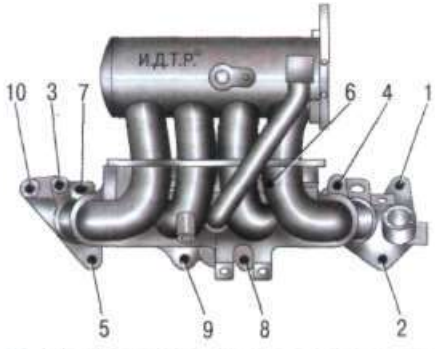

Рис. 5.5. Последовательность отворачивания гаек и болтов крепления впускной трубы
6. Отверните десять гаек и болтов крепления впускной трубы в последовательности, показанной на рис. 5.5.
10. Болты и гайки крепления впускной трубы затягивайте в последовательности, обратной показанной на рис. 5.5, моментом, приведенным в приложении 1.